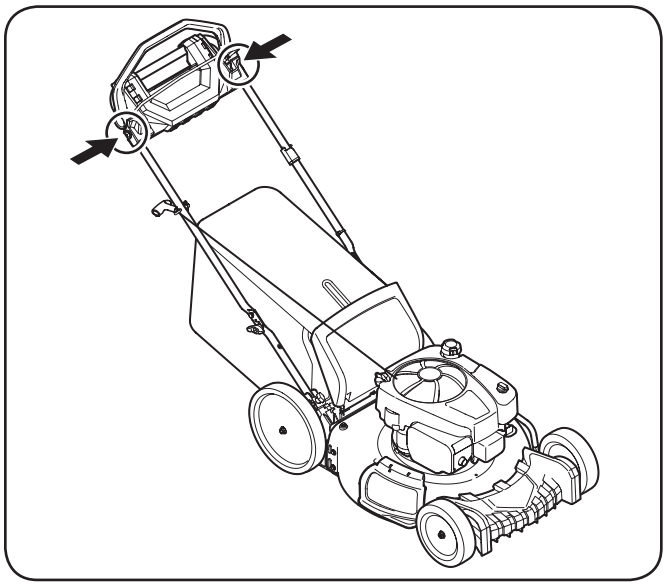

Figura 6-1
1. Lubrique con aceite ligero los puntos de pivote del control de la cuchilla al menos una vez cada estación. Este control debe funcionar libremente en ambas direcciones, Figura 6-1.